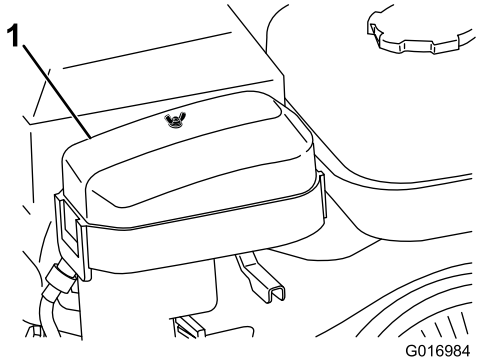

Figur 25
2. Afmonter vingemøtrikken på luftfilterdækslet, og fjern dækslet (Figur 25).